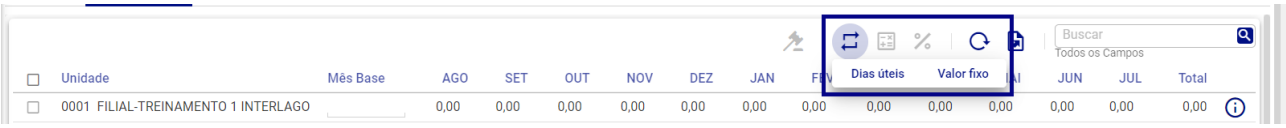

Figura 214: Modalidades Dias Úteis Valor Fixo
2. Escolha uma das modalidades (Figura 214):